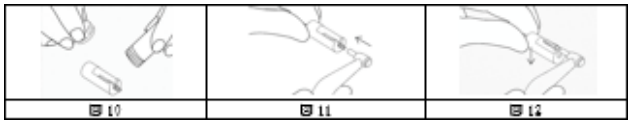

図10　図11　図12
(1)外部アンプルから内部アンプルを取り出す(図10)。取り出した後は15分以内に埋植(4)の手順まで)を行う。